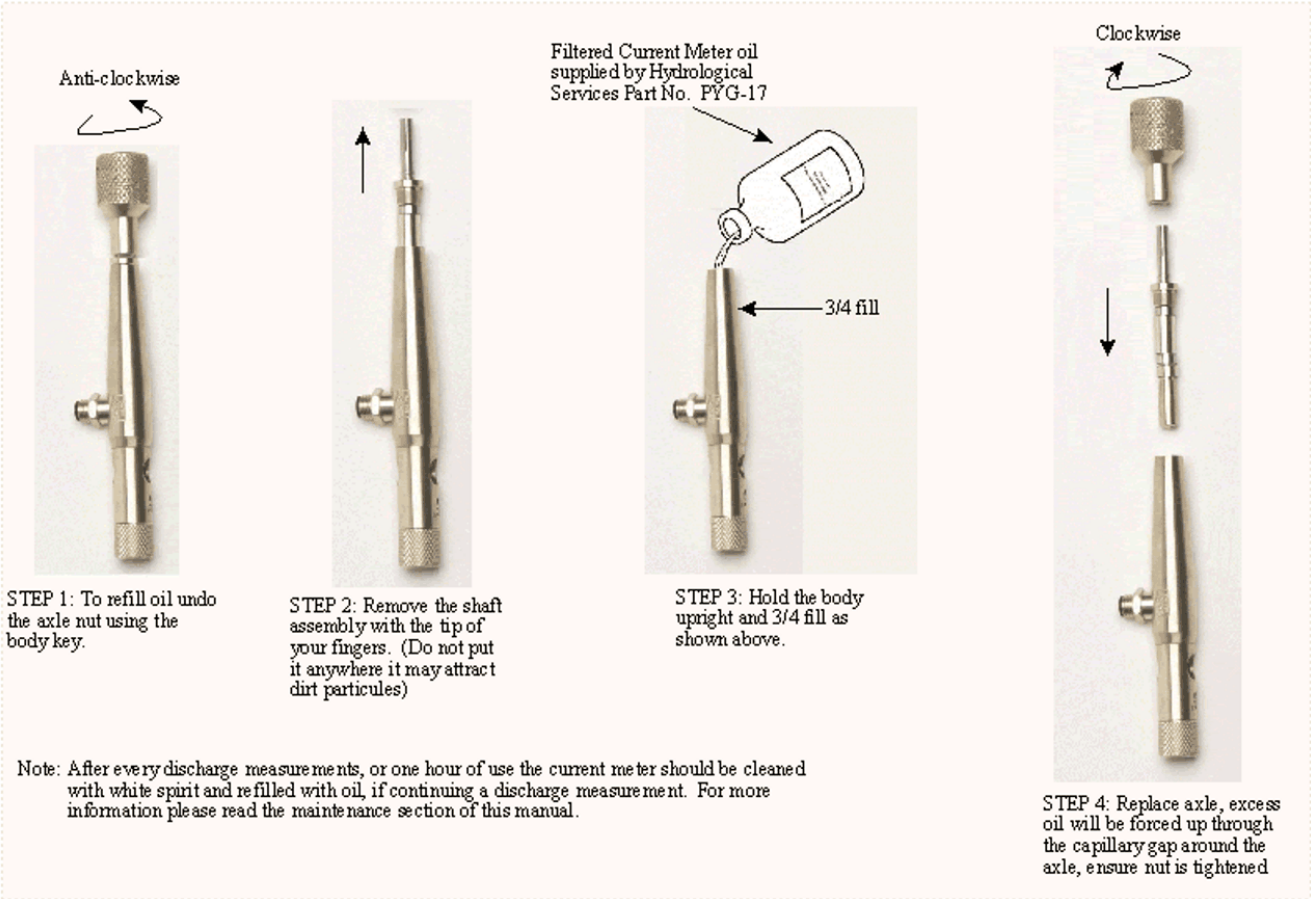

Figure 1
- Hold the body upright and ¾ fill as shown in figure 1 16.